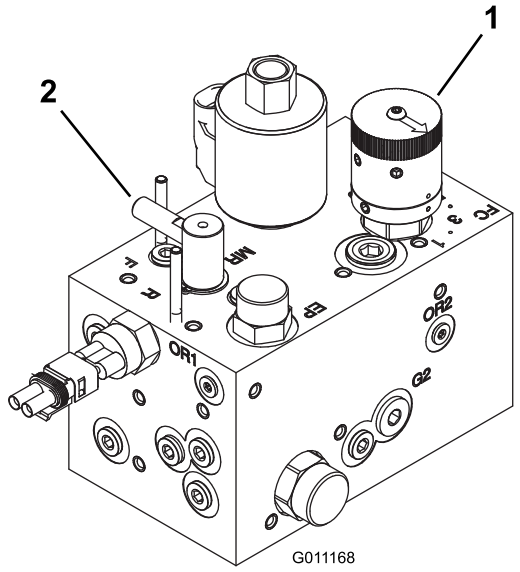

Figur 44
2. Vri kontrollknotten for spolehastigheten (Figur 44) til det tallet du fant i trinn 1.